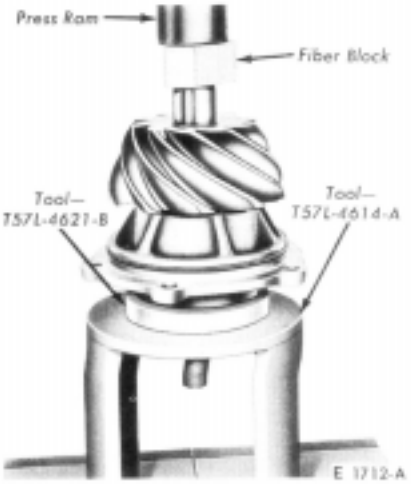

FIG. 30—Installing Pinion Front Bearing
2. Place the bearing retainer on the pinion shaft, and install the front bearing cone and roller in the retainer. Press the front bearing cone and roller into position as shown in Fig. 30.